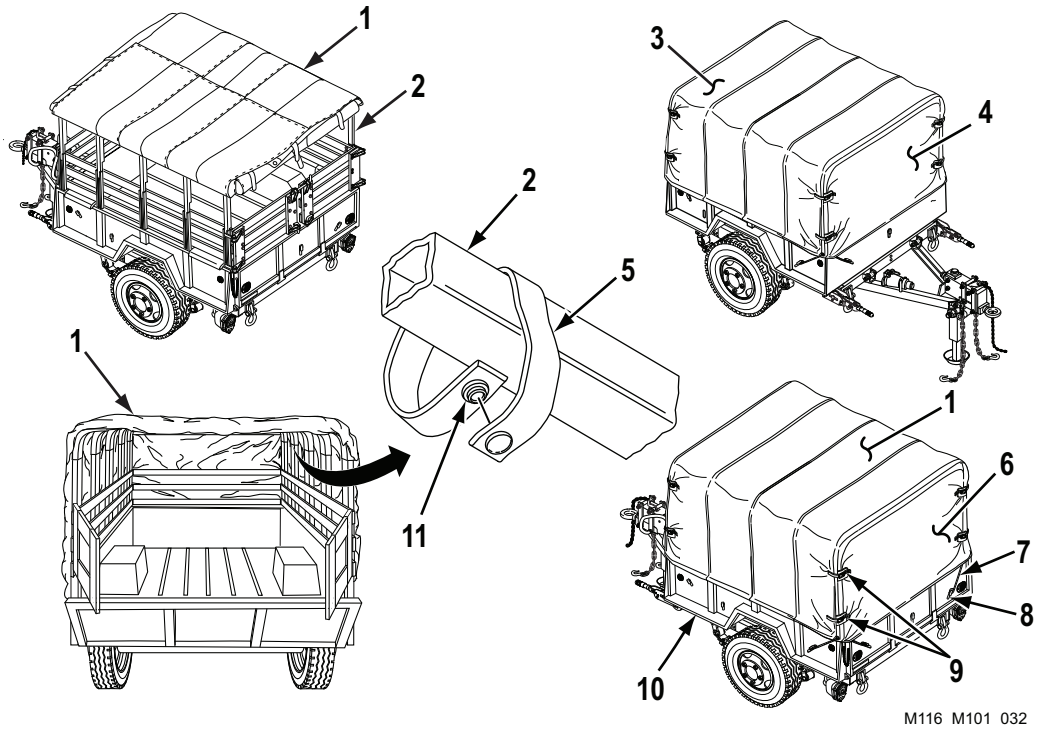

Figure 5. Canvas Cover Assembly Installation.
17. Spread canvas cover assembly (Figure 5, Item 1) over five bow assemblies (Figure 5, Item 2).
18. Unfold front curtain (Figure 5, Item 4) and two side curtains (Figure 5, Item 3).
19. From inside, attach top of canvas cover assembly (Figure 5, Item 1) to five bow assemblies (Figure 5, Item 2) by securing 10 tiedown straps (Figure 5, Item 5) using 10 snap fasteners (Figure 5, Item 11).
20. Unfold back curtain (Figure 5, Item 6).
21. Attach 14 ropes (Figure 5, Item 7) to 14 cargo hooks (Figure 5, Item 8) on cargo body (Figure 5, Item 10). Fasten eight straps (Figure 5, Item 9) on canvas cover assembly (Figure 5, Item 1).